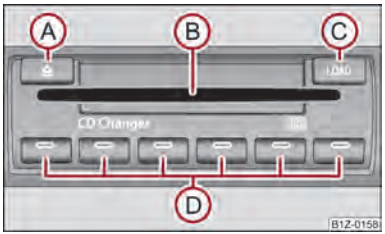

Fig. 115 The CD changer
– Touch the button Ⓒ ⇒ fig. 115 and guide the CD (compact disc) into the CD-case Ⓑ. The CD is automatically loaded onto the lowest free position in the CD changer. The LED in the corresponding button Ⓓ stops flashing.